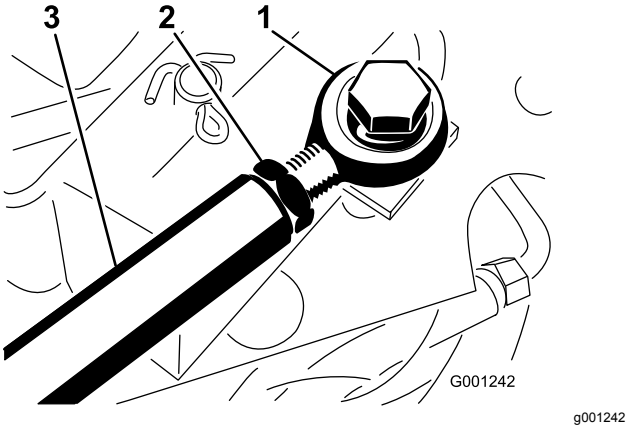

Figur 77
Om gaspedalen kräver ytterligare finjustering justerar du drivstången (Figur 77) på följande sätt:
2. Lossa kontramuttern som håller fast stångänden på drivstången (Figur 77).
4. Dra åt kontramuttern (Figur 77) och säkra stångänden till gaspedalen med den bult och den mutter som togs bort för att låsa fotpedalens vinkel.